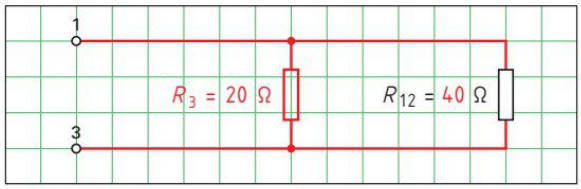

Bild 4: R_3 und R_{12} zwischen den Klemmen 1 und 3
5. Ergänzen Sie die neu entstandene Schaltung **(Bild 4)** der Widerstände R_3 und R_{12} zwischen den Anschlussklemmen 1 und 3.